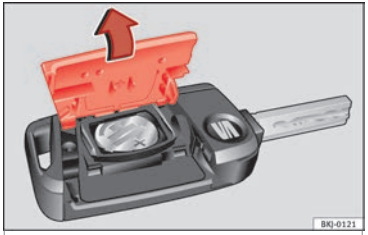

Fig. 138 Llave del vehículo: apertura de la tapa del compartimento para la pila.
- Retire la tapa en la parte trasera de la llave del vehículo ››› **fig. 138** en la dirección de la flecha ››› ❗.
- Coloque la tapa tal como se muestra ››› **fig. 138** y presiónela en la carcasa de la llave del vehículo en sentido contrario a la flecha hasta que encastre.